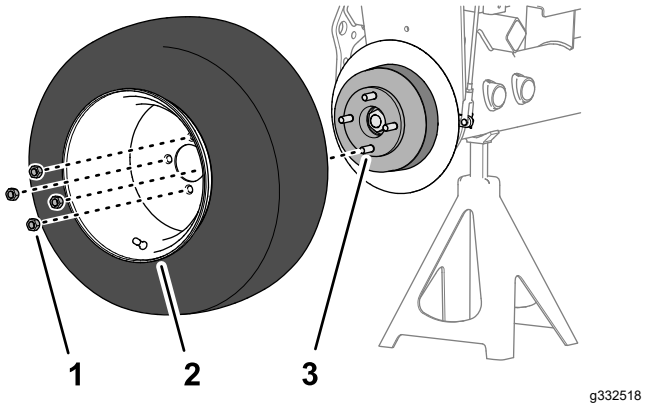

**Figure 75**
1. Fixez la roue sur le moyeu avec les 4 écrous de roue (Figure 75), et serrez les écrous à la main.